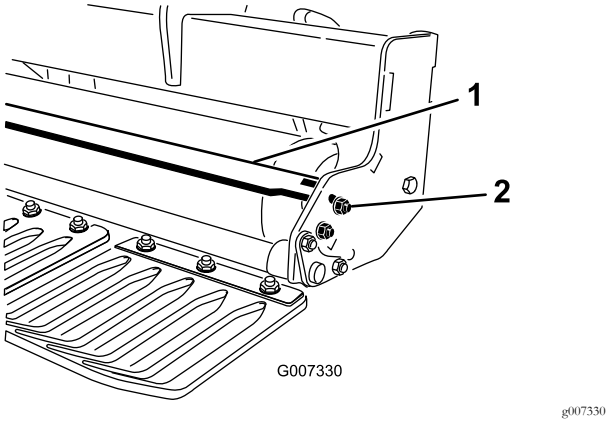

Figur 16
1. Lossa på fästelementen som håller fast skrapans båda ändar på rullskrapans flik (Figur 16).